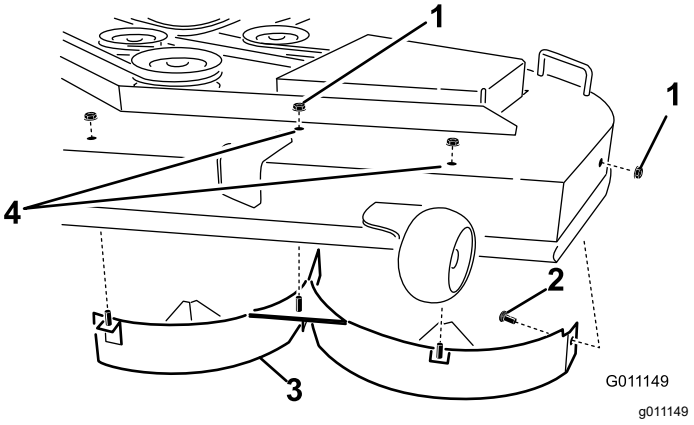

Figur 13
4. Fjern de to låsemutterne (5/16 tomme) som er festet til de sveisede tappene på den venstre skjermen oppå klippeenheten i midtre og til venstre for midtre,stilling (Figur 13).
6. Fjern den venstre skjermen fra klippeenheten som vist i Figur 13.